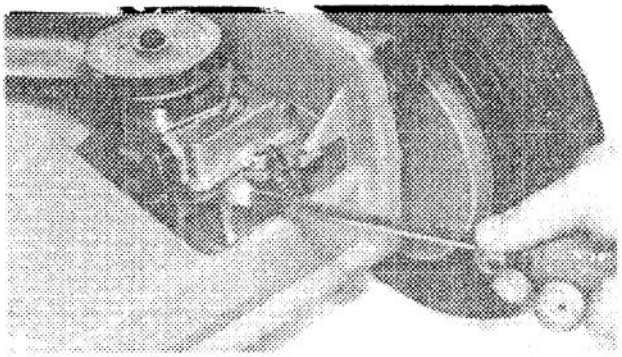

Figure 32
3. Place mower on level surface. Clean area around plastic plug and remove plastic plug from gear case (Fig. 32). Gear oil will flow out hole in gear case if filled to proper level. If no gear oil is evident, add gear oil to gear case: proceed to item 4.